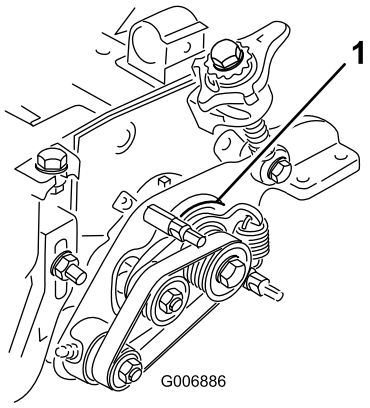

Figur 47
6. Kontrollera att huvuddrivningens bussning (Figur 47) kan röra sig fritt runt drivnavet.